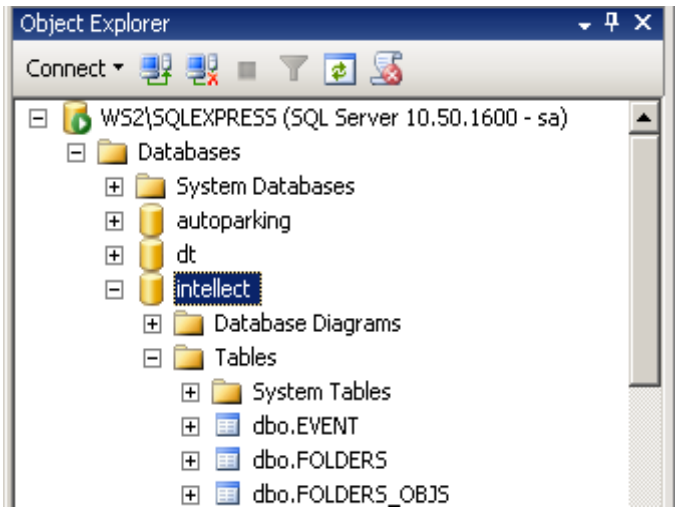

Figure 8.3-21 Selecting the database
4. open the embedded list of the "Databases" catalogue in the "Object Explorer" box and go to the required database (Figure 8.3-21).